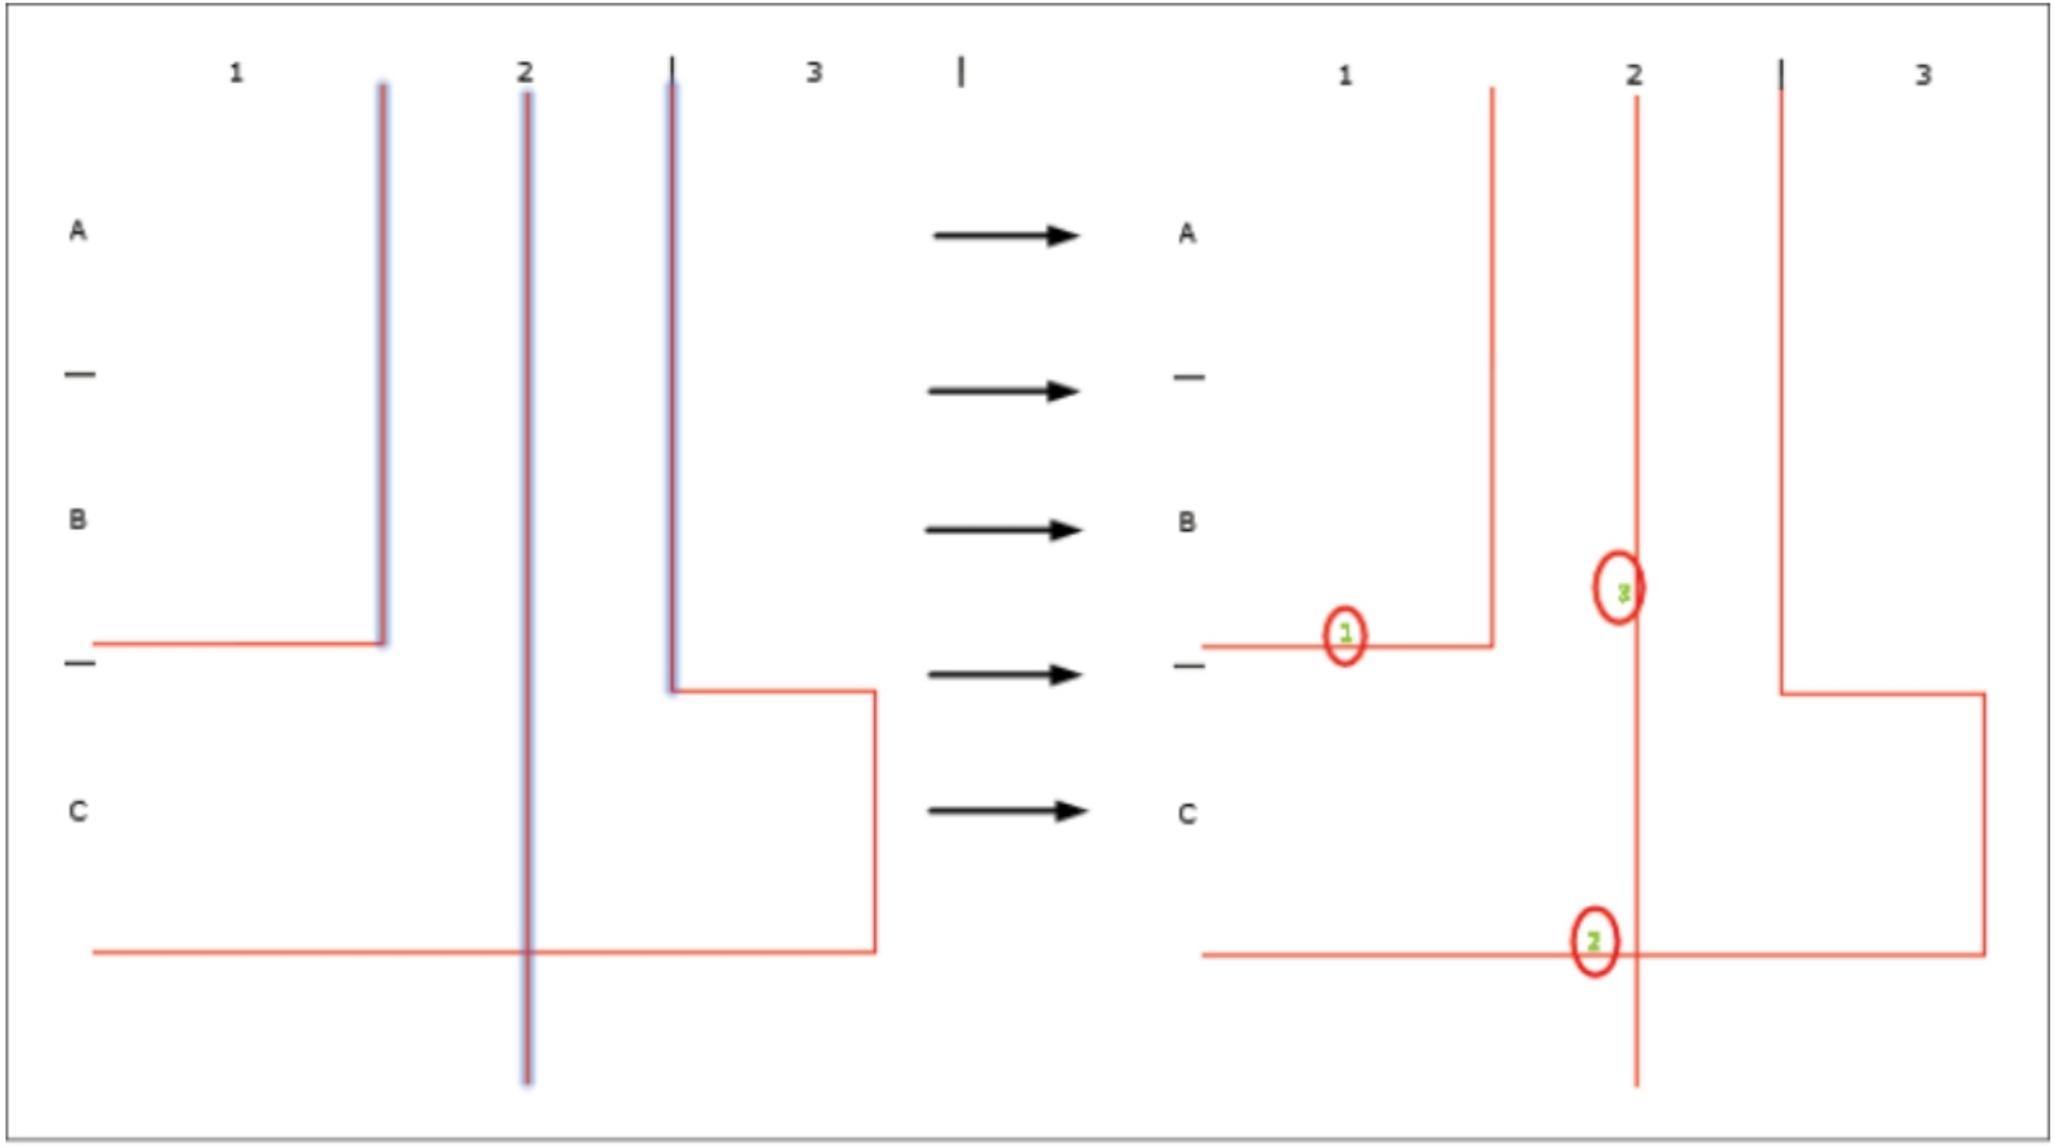

Figure-27. Wire numbering
- Select the wires one by one and press **ENTER**. The numbering will be assigned to the wires; refer to Figure-27.